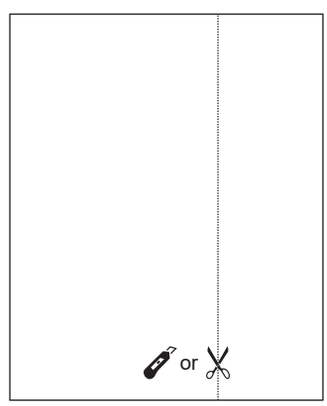

Fig.12
Step 2. Remark a line on the provide R1 insulation panel according to a length 1/8 " (3mm) less than the measured width in step 1, then cut the R1 insulation panel along the line (Fig .12).